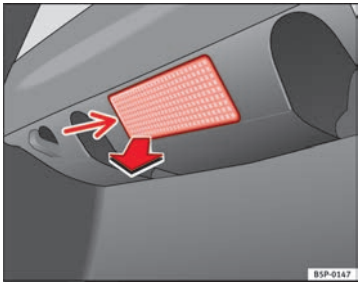

Fig. 197 Luce bagagliaio
– Estrarre il paralume facendo pressione sul bordo della sua parte interna (freccia) aiutandosi con la parte piana di un cacciavite ⇒ fig. 197. ▶